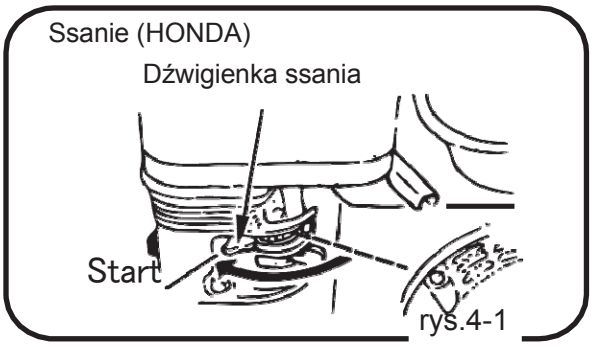

rys.4-1
2. Przy niskich temperaturze otoczenia lub gdy silnik nie chce wystartować łatwo, ustaw dźwigienkę ssania w pozycji “Start”. Nie jest to konieczne gdy silnik jest już rozgrzany. (rys. 4-1, 4-2, 4-3)